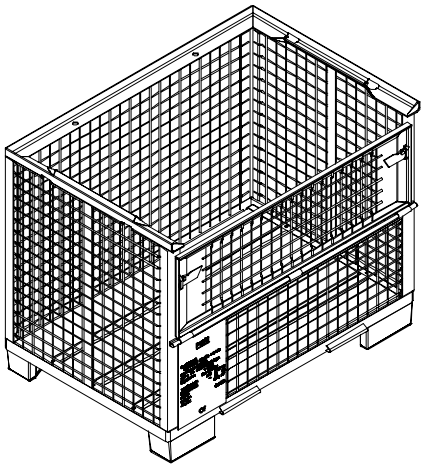

Fig. A2.02
6. Des palettes et racks de stockage PERI adaptés sont disponibles afin de ménager le matériel pendant les phases de transport. (Fig. A2.02)